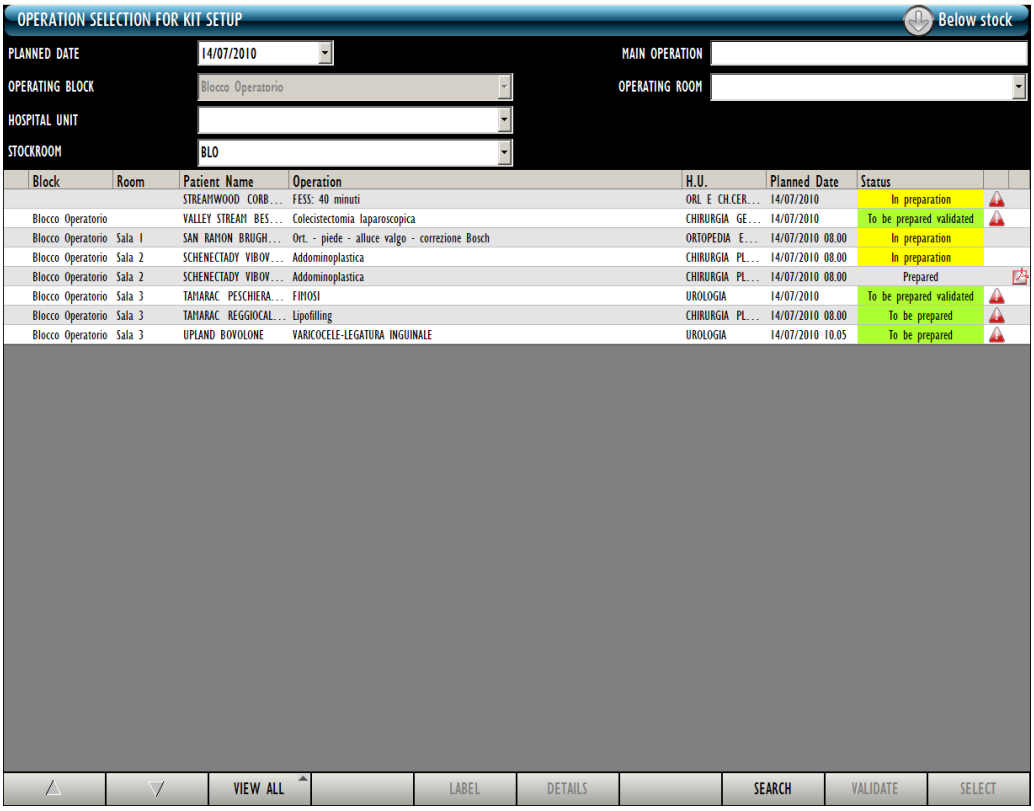

Fig 174 - Operation selection for kit setup
- ➢ either click the **Validate** button on the command bar to complete the validation procedure and go back to the "Operation selection for kit setup" screen (Fig 174 - the kit status is now "To be prepared validated");